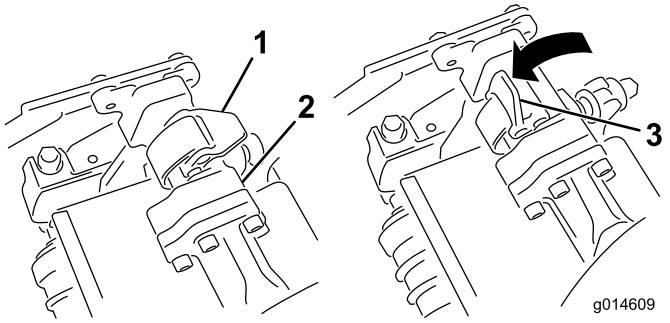
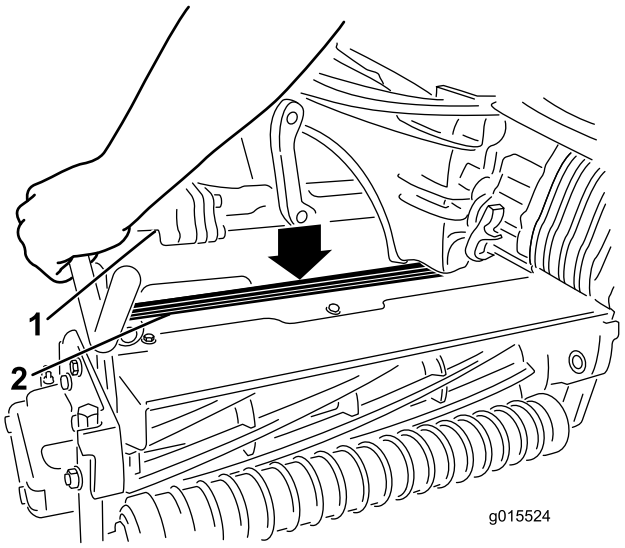

Figur 35
Figur 36
4. Mens låsehåndtagene på affjedringsarmen peger opad (dvs. er åbne) (Figur 35), skal du skubbe affjedringsarmen ned, så stangen kan sættes over tværstangen på klippeenheden øverst oppe (Figur 36).
5. Luk låsehåndtagene ned og omkring klippeenhedens stang, og lås dem på plads (Figur 35).
5. Åbn låsehåndtagene på affjedringsarmens stang på klippeenheden, som du fjerner (Figur 35).